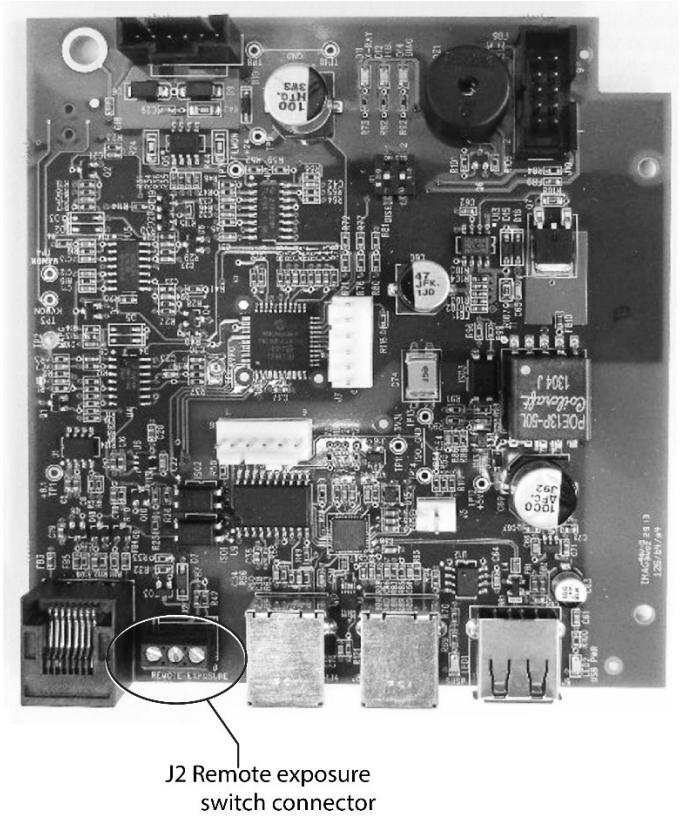

Figure 47 Installing the remote exposure switch
3. Swing open the logic board and locate terminal block J2 on the power supply control board (30-08160), as shown in *Figure 47*.